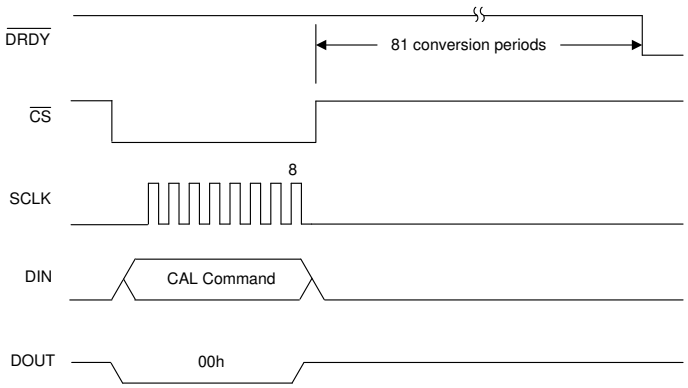

図 7-21. 較正コマンド
a. OFSCAL コマンド。コマンドが送信された後、$\overline{\text{DRDY}}$ は 81 変換時間後に Low に駆動され、較正が完了したことを示します。オフセット レジスタは、新しい較正値に更新されます。図 7-21 に示すように、最初のデータ出力では新しいオフセット値が使用されます。
a. GANCAL コマンド。正の dc フルスケール較正電圧を印加します。コマンドが送信された後、$\overline{\text{DRDY}}$ は 81 変換時間後に Low に駆動され、較正が完了したことを示します。ADC は、印加された較正信号とフルスケール コードが等しくなるようにゲインを計算します。図 7-21 に示すように、最初のデータ出力は新しいゲイン値を使用します。